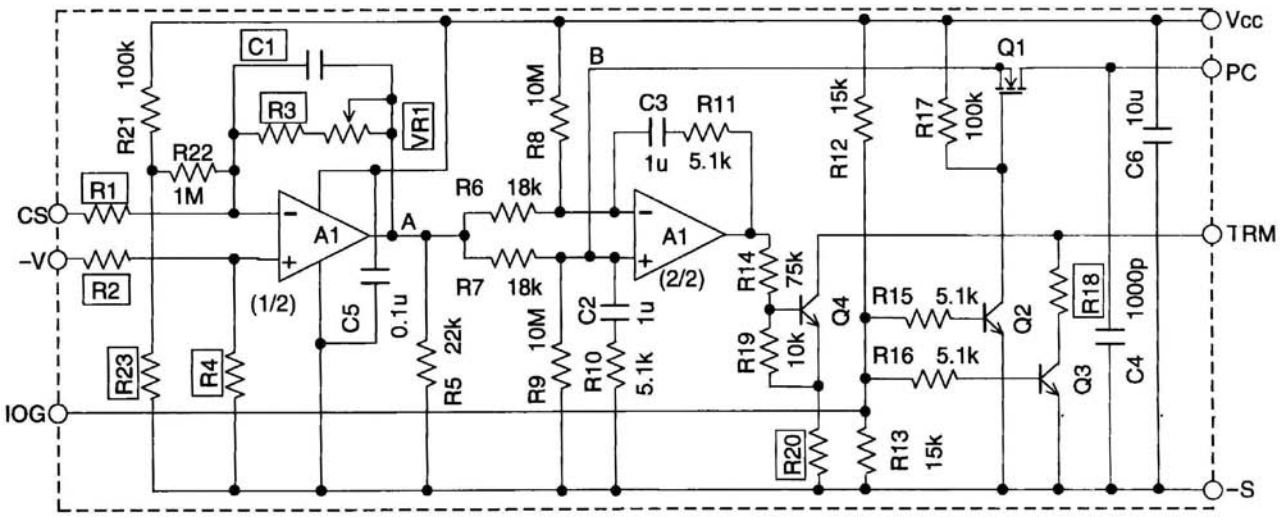

Figure3-2 Control Circuit fo Parallel Operation
Basic circuit connection is shown in Figure3-1. For control circuit of parallel operation, individually connect a circuit shown in Figure3-2 to each PH300S, 600S series of power module of parallel operation.
(2) Terminal Explanation of Figure3-2
For CS terminal voltage is a small voltage in negative polarity, Op-Amp A1 (1/2) is amplifier inverting shown as Figure3-2. For all of PH modules to be in parallel operation, VR1 shall be adjusted to equalize with the voltage at A point at full load. Setting voltage of A point is 3V to 5V, and the setting accuracy is within±2%. Voltage adjustment of A point can be adjusted with PC terminal of open circuit.
For choosing capacitor(s), refer to values expressed in Figure3-2 and values for each component shown in Table3-2. Use film capacitor or ceramic capacitor which has good temperature characteristics.
For choosing capacitor(s), refer to values expressed in Figure3-2 and values for each component shown in Table3-2. The tolerance shall be less than ±5% .